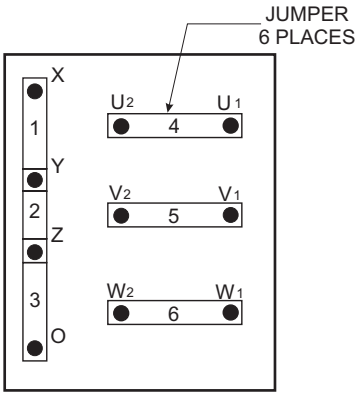

Figure 16. Voltage Change-Over Board 3-Phase 240-Volt Configuration
1. Jumper the **voltage change-over board** for **240-volt operation** as shown in Figure 16.
1. Make sure the **voltage change-over board** is jumpered for **240-volt operation** as shown in Figure 16.